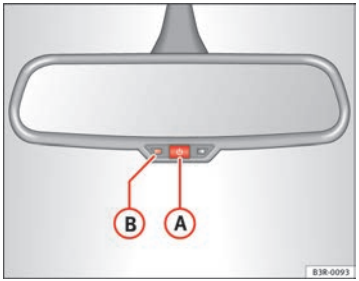

Fig. 103 Interior mirror with anti-dazzle setting: Indicator lamp and on/off switch
– Press button (A) ⇒ fig. 103. Indicator lamp (B) goes off.
– Press button (A) ⇒ fig. 103. Indicator lamp (B) turns on.